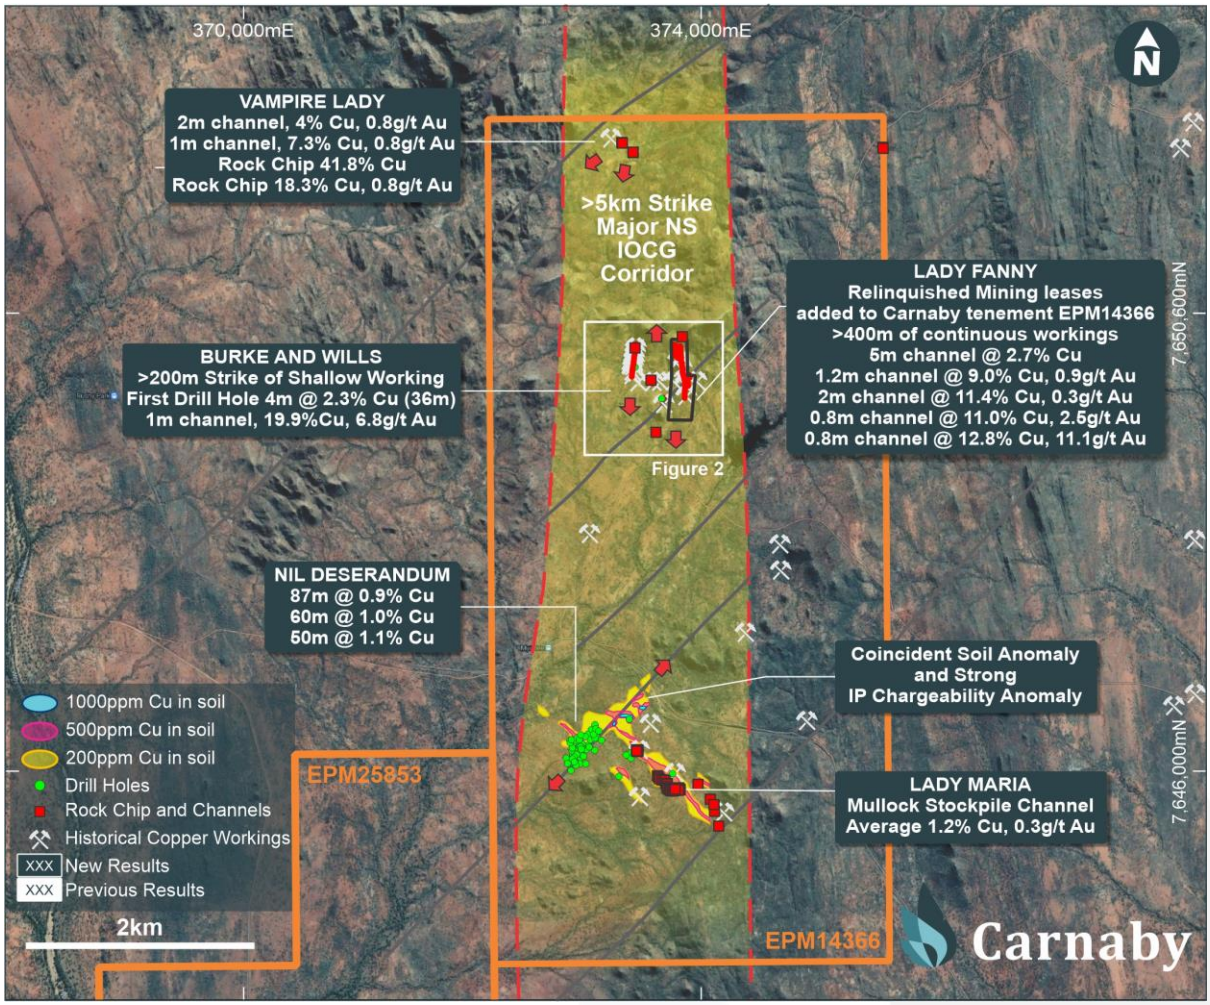

Figure 1. Plan showing the Lady Fanny and Burke and Wills Prospects along a >5km IOCG corridor from Nil Desperandum in the south to Vampire Lady in the north.
- **Government approval has been received for the Lady Fanny historically relinquished mining lease areas to be added into Carnaby's EPM14366, (Figures 1 & 2)**
In the wider Nil Desperandum area, a NS corridor of IOCG mineralisation exists over a 5 km strike within Carnaby's tenure (Figure 1). Copper gold mineralisation is interpreted to be controlled by an interplay of NE cross cutting faults and N to NW trending zones of mineralisation and shearing.
Approximately 2 km north of the Burke and Wills Prospect, numerous turn of the century workings exist at the Vampire Lady Prospect which is located at the northern end of the 5 km IOCG corridor identified within EPM14366 (Figure 1).
Significant mullock and dump stockpiles exist at the historical Lady Maria Prospect open pit and to a lesser extent at the Central Workings Prospect (Figure 1 & 6). Detailed channel sampling by Carnaby of these mullock stockpiles totalled **32 channels over an average length of 4.1m**. The average grade of these mullock and dump stockpiles was **1.2% copper and 0.3 g/t gold**.